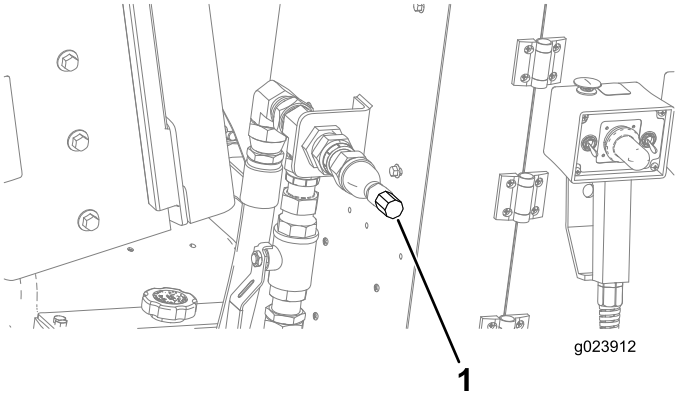

Figure 166
5. Branchez le tuyau d'arrosage auxiliaire au raccord (Figure 166).